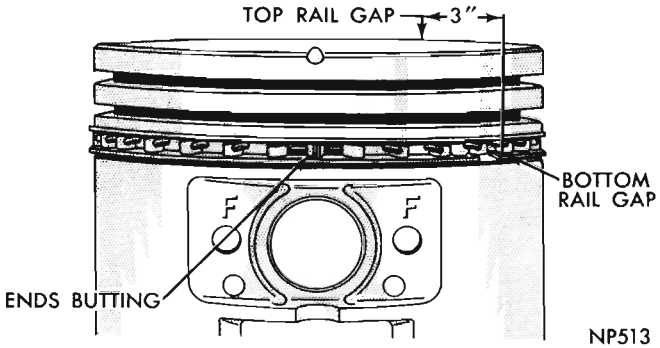
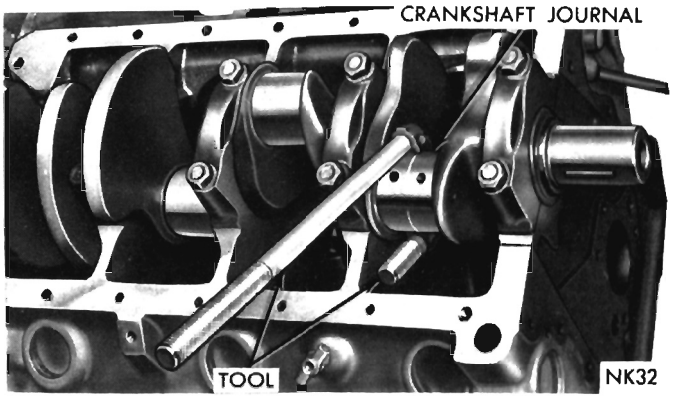

Fig. 44—Proper Oil Ring Installation
Fig. 45—Removing or Installing Connecting Rod
(2) Before installing the ring compressor, make sure the oil ring expander ends are butted and the rail gaps located as shown in figure 44.
(3) Immerse the piston head and rings in clean engine oil, slide the ring compressor, Tool C-385, over the piston and tighten with the special wrench (part of Tool C-385). **Be sure position of rings does not change during this operation.**
(4) Install connecting rod bolt protectors on rod bolts, the long protector should be installed on the numbered side of the connecting rod.
(5) Rotate crankshaft so that the connecting rod journal is on the center of the cylinder bore. Insert rod and piston into cylinder bore and guide rod over the crankshaft journal (Fig. 45).
(6) Tap the piston down in cylinder bore, using a hammer handle. At the same time, guide connecting rod into position on crankshaft journal.
(7) The notch or groove on top of piston must be pointing toward front of engine and the larger chamfer of the connecting rod bore must be installed toward crankshaft journal fillet.
(8) Install rod caps, tighten nuts to 45 foot-pounds.